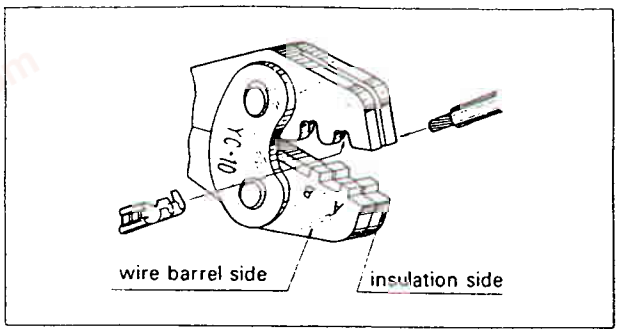

Fig. 1
(1) Squeeze handles until the ratchet releases and handles open.
(2) Position a teminal in A or B section as shown in Fig. 1.